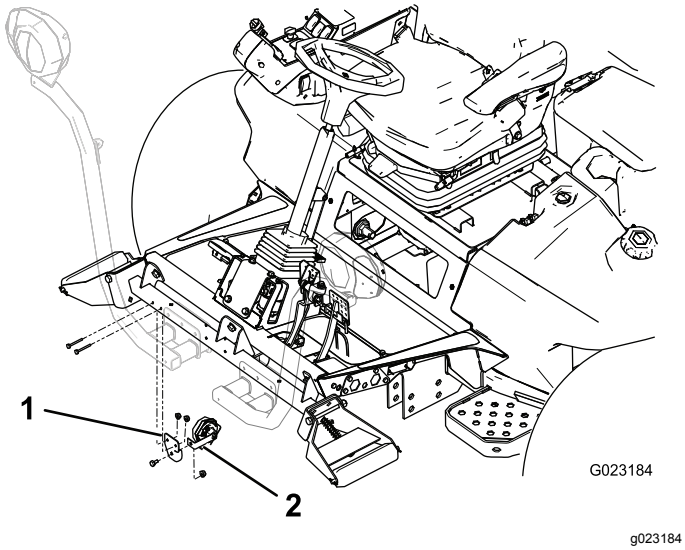

Figuur 10
1. Bevestig de claxonband aan de claxonbeugel met een bout (⅜" x ⅝") en een flensmoer (⅜"), zoals in Figuur 10.
2. Monteer de claxonbeugel op de achterzijde van de rolsteunbeugel. Gebruik hiervoor 2 bouten (¼" x 2") en moeren (¼"). Draai de claxon zodanig dat deze naar beneden gericht is (Figuur 10).